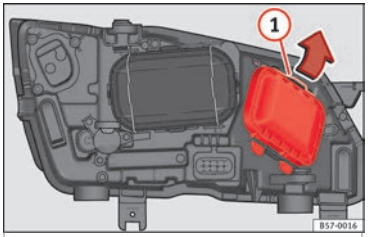

Fig. 106 In the engine compartment: remove the lid.
2. Move the loop ››› **Fig. 106** (1) in the direction of the arrow and remove the cover.
2. Move the loop ››› Fig. 106 (1) in the direction of the arrow and remove the cover.